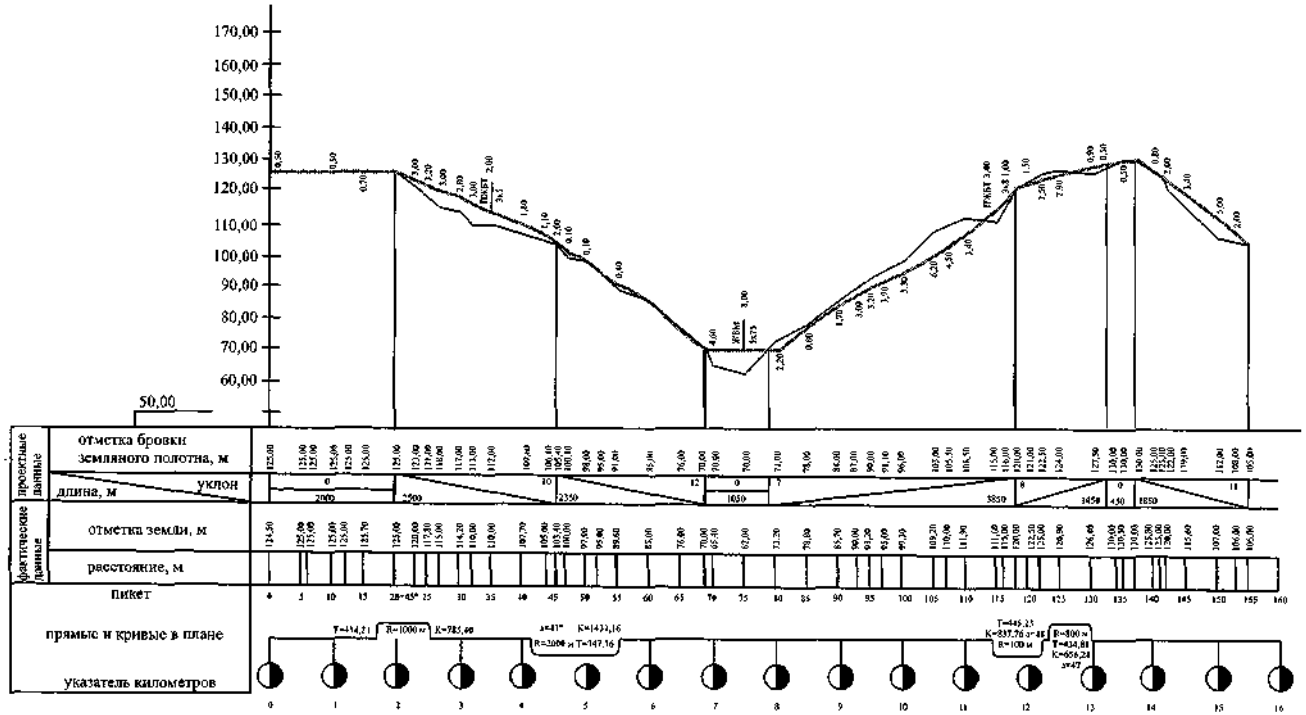

Рис. 14. Продольный профиль
откладываться фактические высоты осевых точек трассы - условный горизонт УГ. Значение УГ должно быть кратным 5 м и таким, чтобы самая низкая точка трассы расположилась выше линии УГ как минимум на 5 см для возможности размещения геологических данных. То есть для определения УГ из наименьшей отметки осевой тонки трассы следует отнять пятикратную величину именованного вертикального масштаба и полученное число округлить с уменьшением до числа, кратного 5 м (на рис. 14 минимальная отметка равна 163.30, пятикратная величина именованного вертикального масштаба 2 м • 5 = 10 м и число 153.30, округленное с уменьшением до кратного 5 м, будет равно 150.00, то есть УГ - 150.00).
1. Построить продольный профиль железнодорожного пути по суще ствующим отметкам головок рельсов СГР. низа батластного слоя НБС и земли (прил. 4, см. рис. 14).